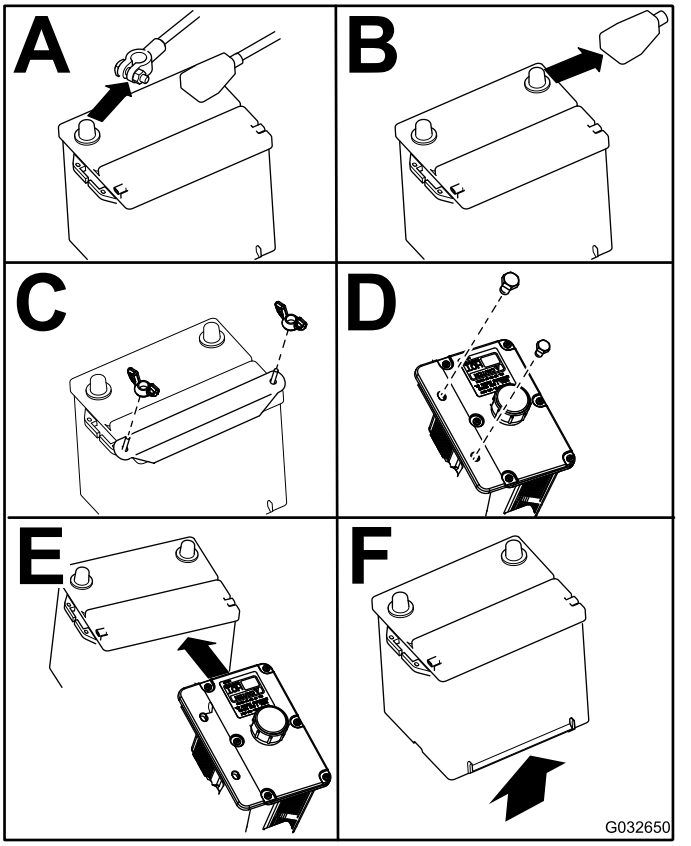

Bild 55
4. Nehmen Sie die Batterie heraus, wie in Bild 55 abgebildet.